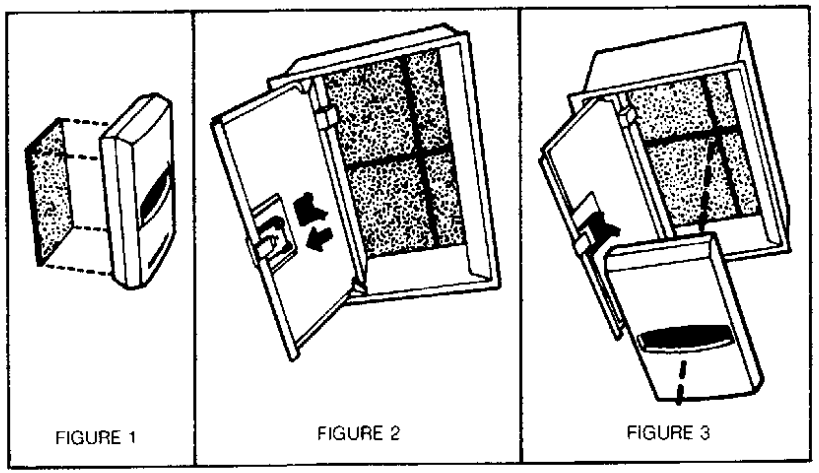

FIGURE 1 FIGURE 2 FIGURE 3
1. Otez le papier protecteur de la face adhésive de la plaque Velcro (livrée avec la console) et collez-la au dos de la télécommande (Fig. 1).